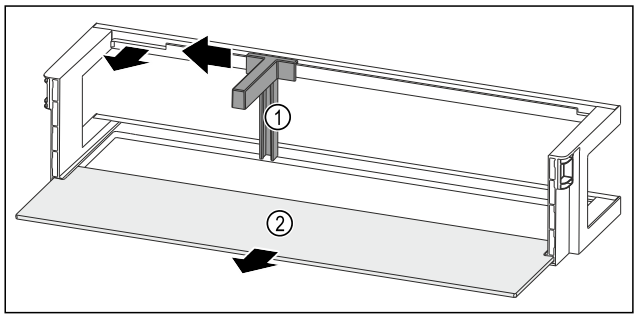

Fig. 249 带瓶托和搁板的门边存放架
▶ 将瓶托 *Fig. 249 (1)*推至槽边。
▶ 取出瓶托 *Fig. 249 (1)*。
▶ 取出搁板 *Fig. 249 (2)*。